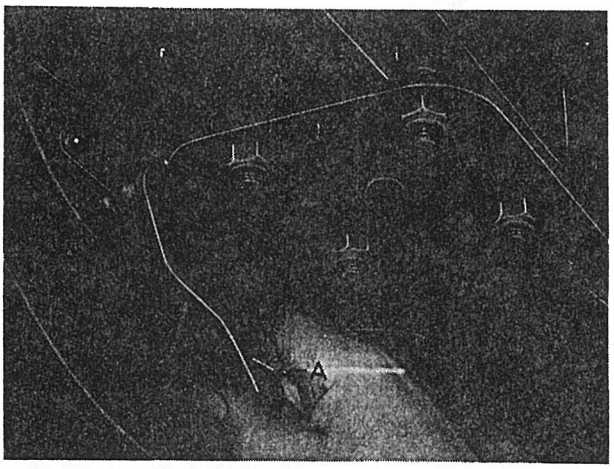

Afb. 2.11.6. Achterwielremmen afstellen
2.11.7. Afstellen van de achterwielremmen (afb. 2.11.6.)
(1) Plaats het voertuig zodanig dat de achterwielen vrij kunnen draaien.
(2) Verwijder de achterwielen.
(3) Verwijder de borgklemmen.
(4) Stel de remschoenen met de stelbouten geheel terug (linksom draaien, zie afb. 2.11.6.).